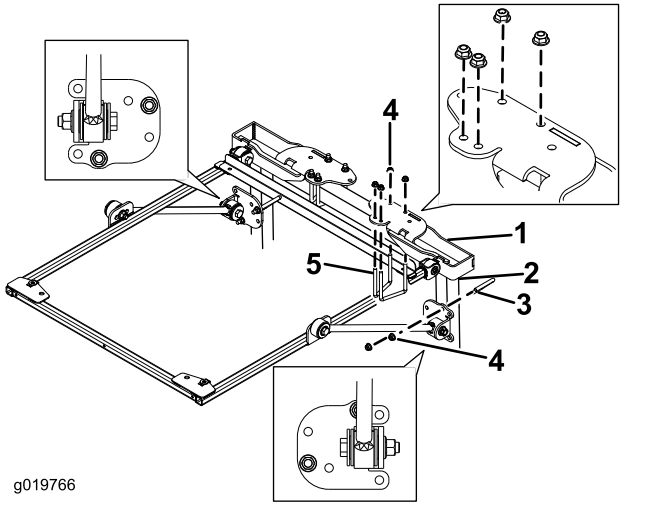

Figure 28
5. Position the ROPS-mounting brackets onto the top of the traction unit roll bar (Figure 28). Ensure that the roll bar is centered in the ROPS-mounting brackets.
6. Using the mounting holes shown in Figure 28, mount each ROPS-mounting bracket to the top of the roll bar with 2 U-bolts (2-3/4 inch) and 4 flange nuts.
7. Using the mounting holes shown in Figure 28, loosely secure each of the brace brackets to the roll bar posts with a U-bolt (4 inches) and 2 flange nuts.